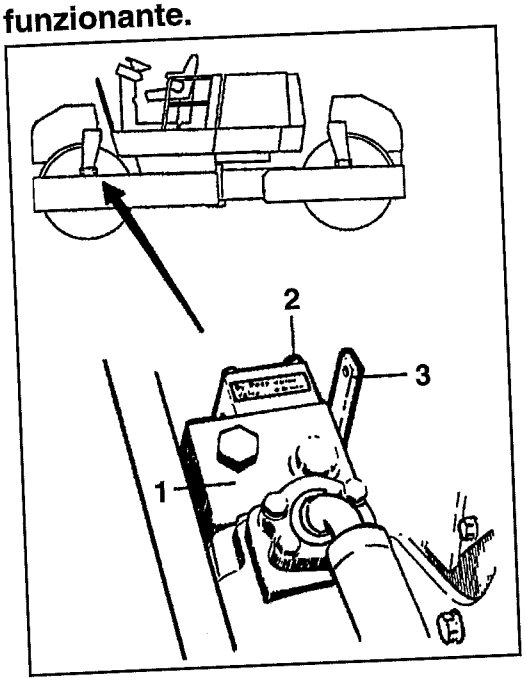
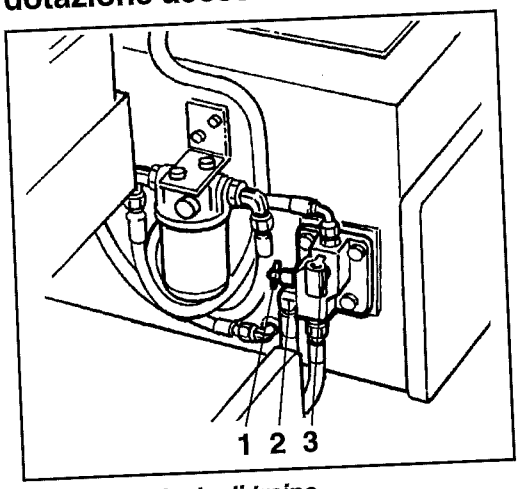

*Fig. 29*
*Fig. 31* ***Valvola di traino***
2. Togliere la vite (2) sul gruppo valvole (1) e spostare la leva (3) verso l'alto.
3. Al termine del traino riportare la leva (3) di fig. 29 nella posizione originale.
**Bloccare i tamburi! Il rullo può mettersi in movimento agendo sulla leva (3) fig. 29 e 31!**
1. Togliere la vite (2) sul gruppo valvole (1) e spostare la leva (3) verso l'alto.
2. Pompare con la leva (3) fino a liberare i freni. Controllare che la valvola (1) sia in posizione premuta.
3. Al termine del traino riportare la leva (3) del gruppo valvole di fig. 29 nella posizione originale e tenere la valvola (1) fig. 31 in posizione estratta per alcuni secondi.